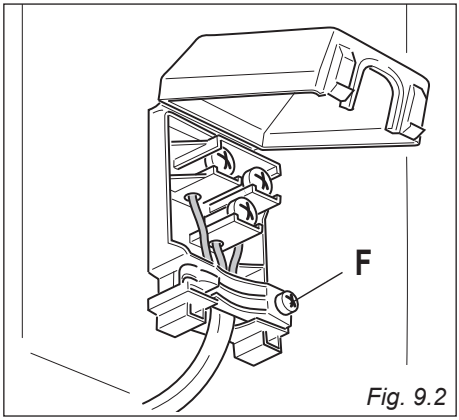

Fig. 9.2
- Open the cable gland by unscrewing screw "**F**" (fig. 9.2), unscrew the terminal screws.